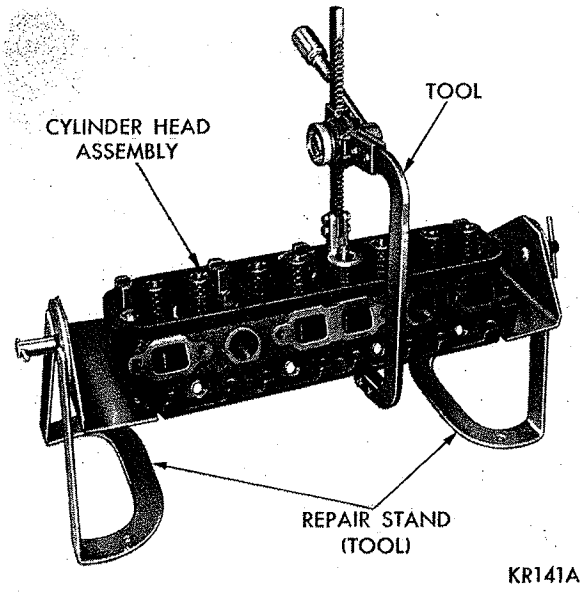

***Fig. 12—Compressing Valve Spring Using Tool C-3422A***
(1) With cylinder head removed, compress valve springs, using Tool C-3422A, as shown in Figure 12.
(2) Remove valve retaining locks, valve spring retainers, valve stem cup seals and valve springs.
(3) Remove any burrs from valve stem lock grooves to prevent damage to the valve guide when valves are removed.